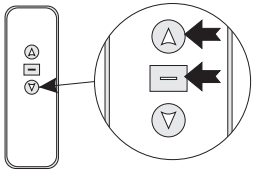

图 11
1.将升降架处于负载状态，接通电源5秒内，用手指同时按住遥控发射器的升降架上进键和停止键5秒后再松开（如图11）。